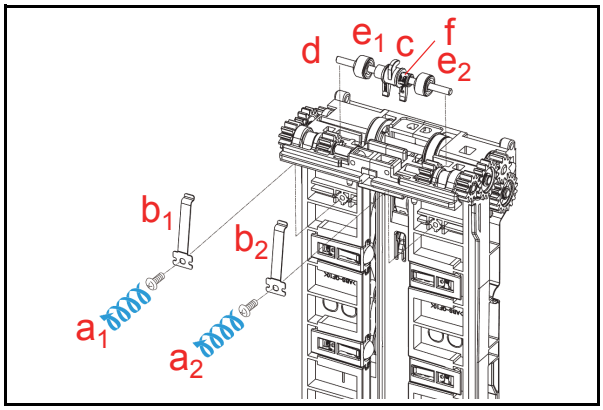
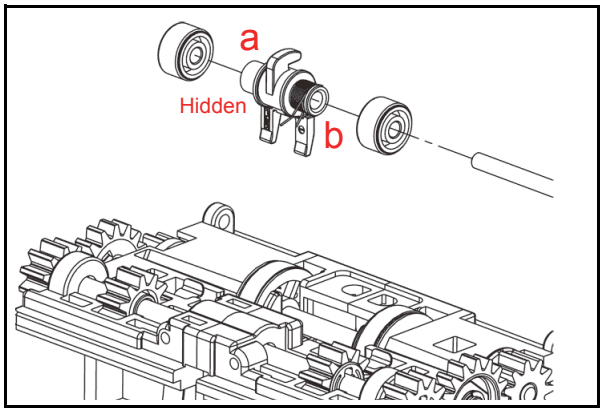

Figure 4-4 Stacker Guide Removal
Figure 4-5 Stacker Guide Reassembly
6. Remove the two (2) screws (See Figure 4-4 a_1 & a_2) retaining the two (2) Flat Leaf Springs (See Figure 4-4 b_1 & b_2). Remove the two (2) Flat Springs, the single (1) Stacker Guide (See Figure 4-4 c), the single (1) Retainer Pin (See Figure 4-4 d), the two (2) Rollers (See Figure 4-4 e_1 & e_2) and the two (2) related pressure Coil Springs (See Figure 4-4 f & Figure 4-5 below) from the Pusher Mechanism Assembly.
NOTE: When reassembling the Stacker Guide (See Figure 4-5 a), ensure that each Coil Spring (See Figure 4-5 b) direction is replaced correctly. When reinserting the Retaining Pin, put it in place while lifting the Coil Spring upward; then put the Screw Locks back onto the Screws retaining each Coil Spring in place.